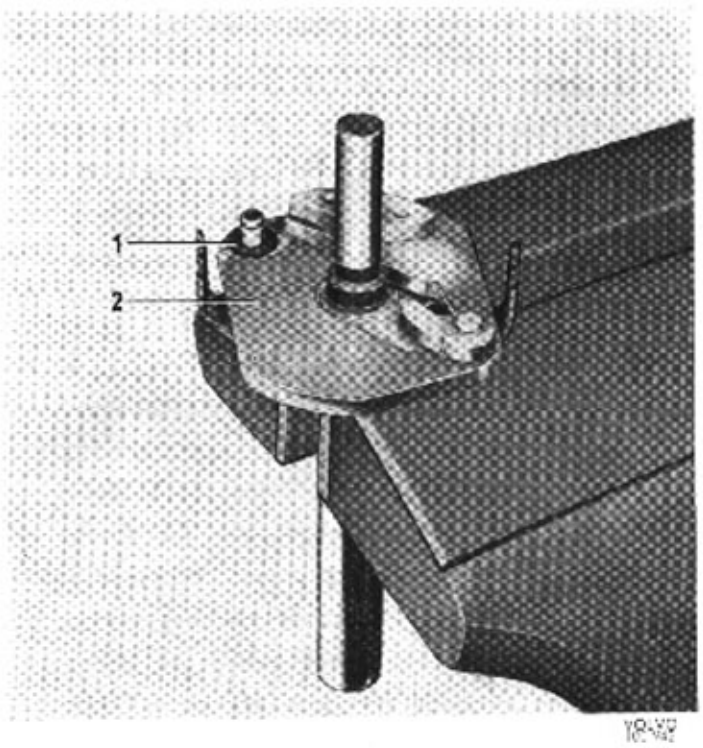
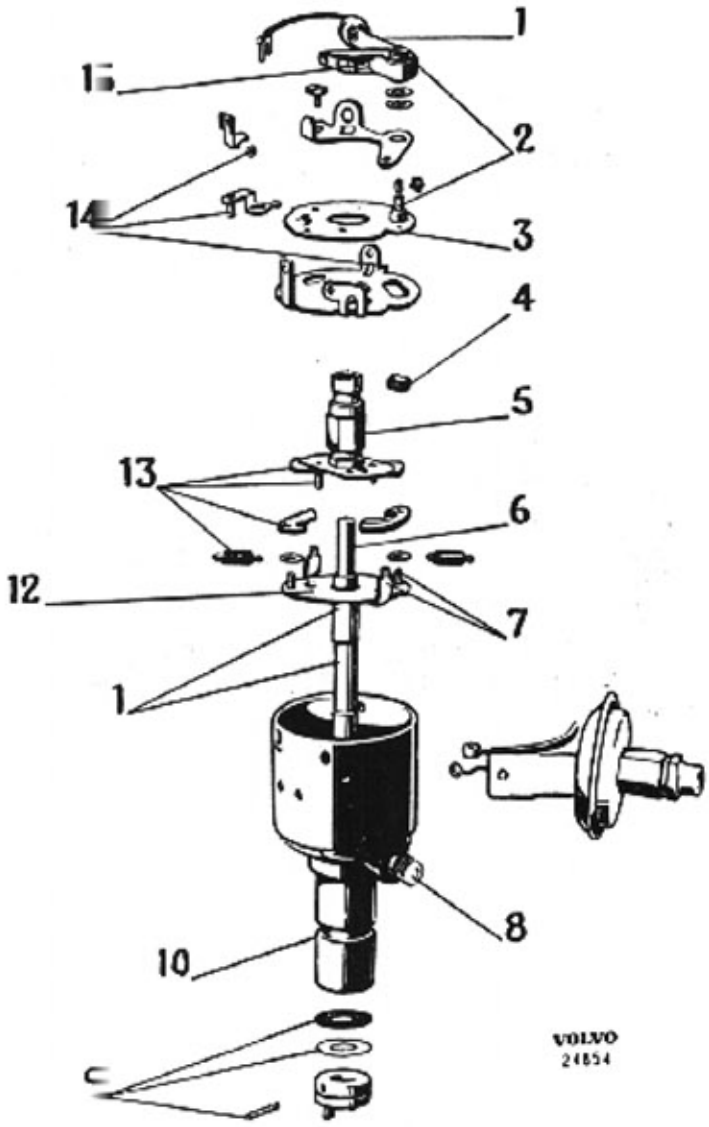

Bild 34-8. Medbringare med fiberbrickor
Bild 34-11. Smörjschema för strömfördelare
3. Smörj den nya brytararmen enligt smörjschemat på bild 34-11.
3. Hålen i centrifugalregleringsvikterna får ej vara ovala eller på annat sätt deformerade. Fiberbrickorna, bild 34-8, måste vara hela.
1. Placera resitexbrickan på fördelaraxeln samt ovanpå denna fiberbrickorna, se bild 34-8. Smörj och placera centrifugalregleringsvikterna på plats. Sätt på låsfjädrarna. Ang. smörjning se bild 34-11.